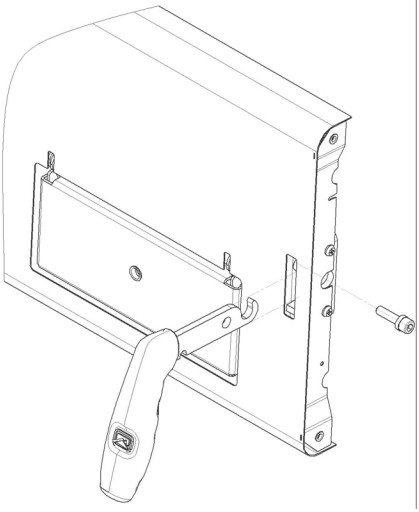

Рисунок 7.3
3. Разместить ручку и закрепить рис. 7.3. В момент установки одно из фторопластовых колец во время установки рекомендуется разместить на резьбовой бобышке, а второе на фиксирующем винте.